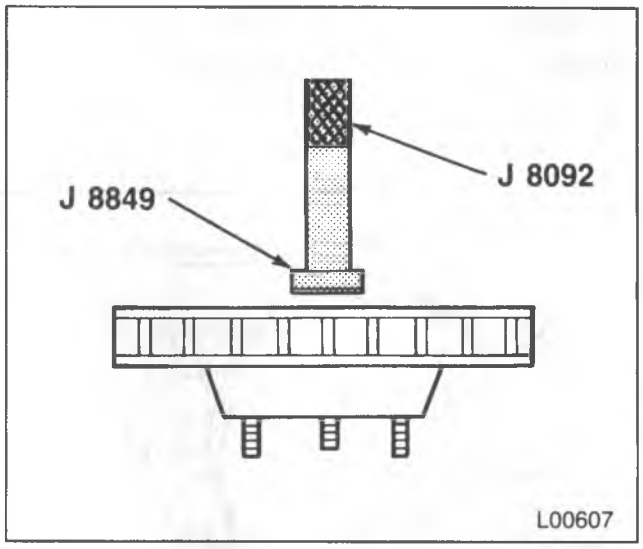

Figure 15 – Installing the Inner Bearing Outer Race
- Turn over the hub/rotor, remove J 9746-02, and drive in the inner bearing outer race (82) with J 8449 (figure 15).